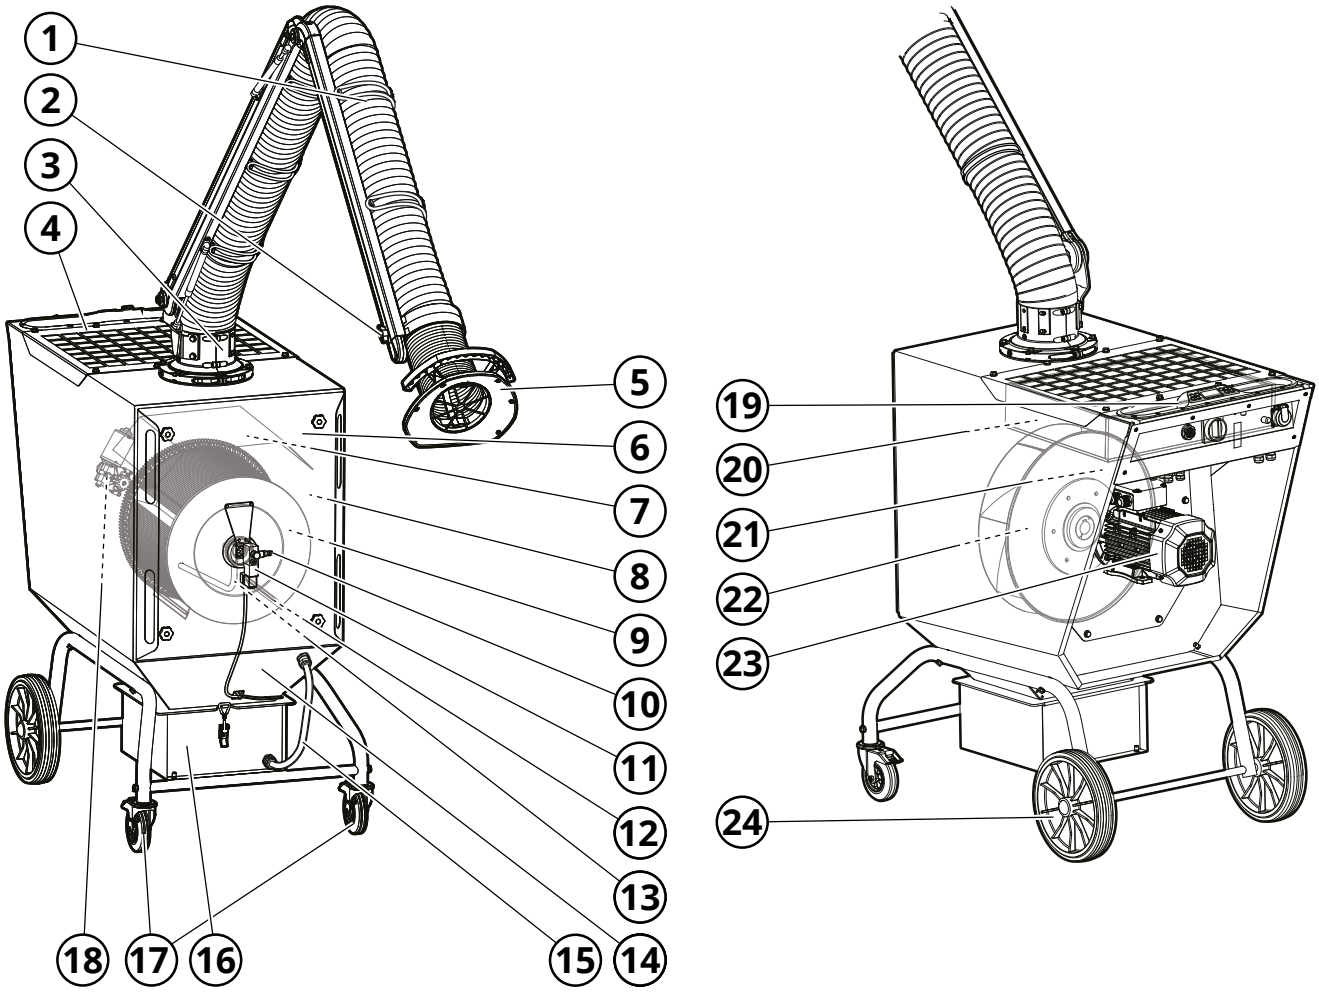

Fig. 2
Se **Fig. 2**.
Förorenad luft sugs in via punktutsuget (1, **Fig. 2**) till maskinens smutsiga sida (8), där luften renas genom filterpatronen (9). Filtreringsgraden är ≥ 99% för rök- och dammföroreningar från svetsning av höglegerade stål, som t.ex. stål med en nickel- och kromhalt på 30%. Därefter sugs den renade luften genom fläkthjulet (22) och skickas vidare ut från filterenhetens rena sida (21) genom utloppsgallret (4).